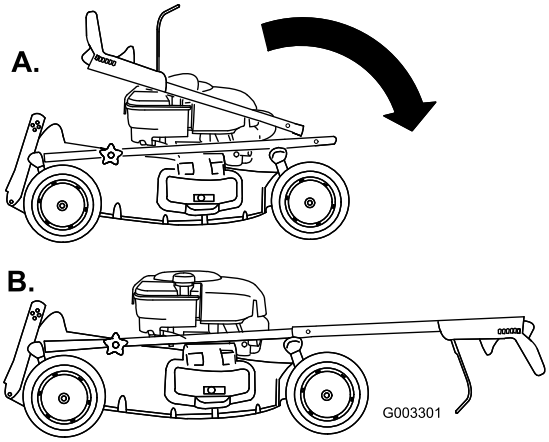

Figur 3
2. Flyt forsigtigt det øverste håndtag fremad, og placer enderne over det nederste håndtag, så de flugter med og passer ind i hinanden; (Figur 3).